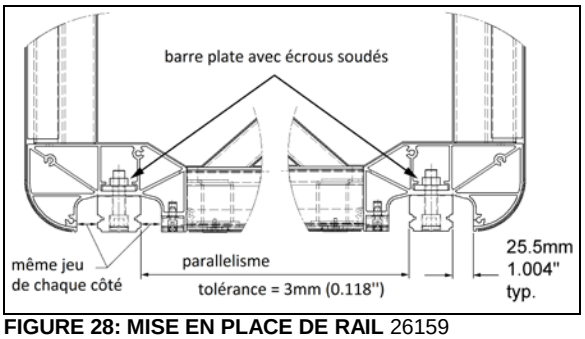

FIGURE 28: MISE EN PLACE DE RAIL 26159
Le rail est boulonné sur une barre plate sur laquelle les écrous soudés sont montés. La barre plate est insérée dans l'extrusion du bâti intérieur de la rallonge coulissante et peut être démontée à travers le capuchon d'extrémité (Figure 28).
8. Ajuster la position du rail selon la Figure 28. Pour chaque rail, assurez-vous que l'écart est le même des deux côtés du rail. Utiliser des blocs acétal pour vérifier l'écart.